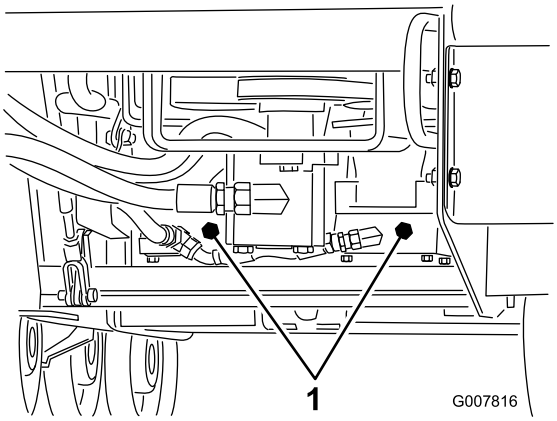

**Figur 21**
3. Använd en skruvnyckel och vrid bogserventilerna på hydraulpumparna två varv motsols (Figur 21).